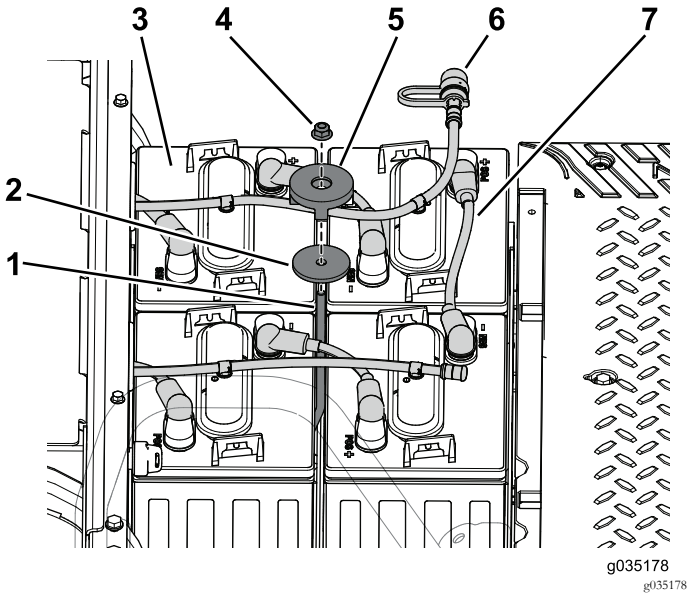

Figur 97
1. Montera de fyra batterierna i den främre batteribrickan (Figur 97).
2. Sätt fast batterierna i batteribrickan med låsstången, brickan, låsblocket och låsmuttern (Figur 97).
3. Anslut batterikablarna till batteriernas pluspol (+) (Figur 97).
6. Montera vattenslangen till batterierna (Figur 97).